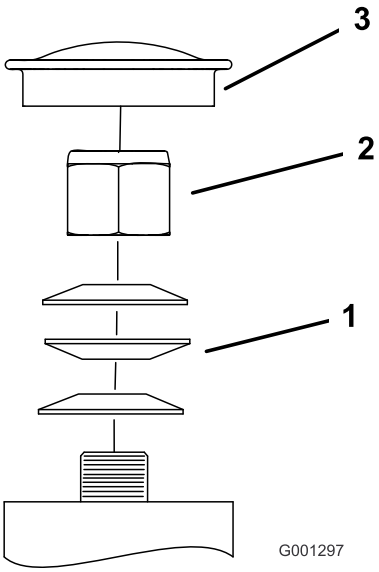

Figuur 60
3. Verwijder de stofkap van het zwenkwiel en draai de borgmoer aan (Figuur 60).
4. Draai de borgmoer aan totdat de veerringen vlak liggen, en draai deze vervolgens een 1/4 slag terug om de voorspanning op de lagers correct af te stellen (Figuur 60).
Belangrijk: De veerringen moeten op de juiste wijze worden gemonteerd zoals wordt getoond in Figuur 60.
5. Plaats de stofkap (Figuur 60).